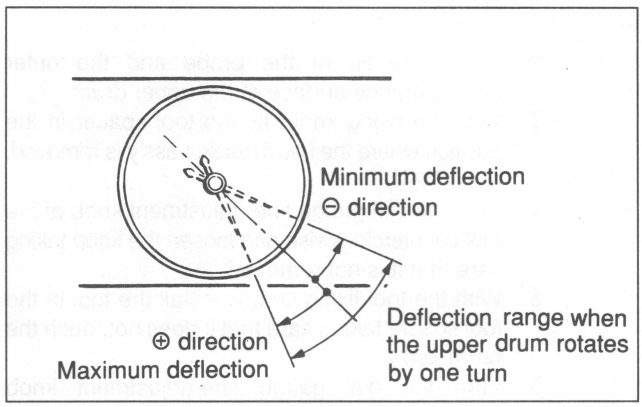

Fig. 7-2-6 Deflection Range by One Turn
(2) Upper drum eccentricity adjustment
① Slowly rotate the upper drum by one turn in the counterclockwise direction using fingers. Read the deflection range of the dial gauge pointer at that time. (Fig. 7-2-6)